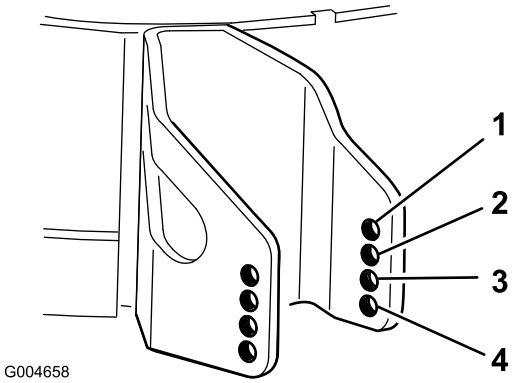

Figur 23
4. Velg et hull slik at antiskalperingsvalsen befinner seg i nærmeste ønskede tilsvarende klippehøyde (Figur 23).